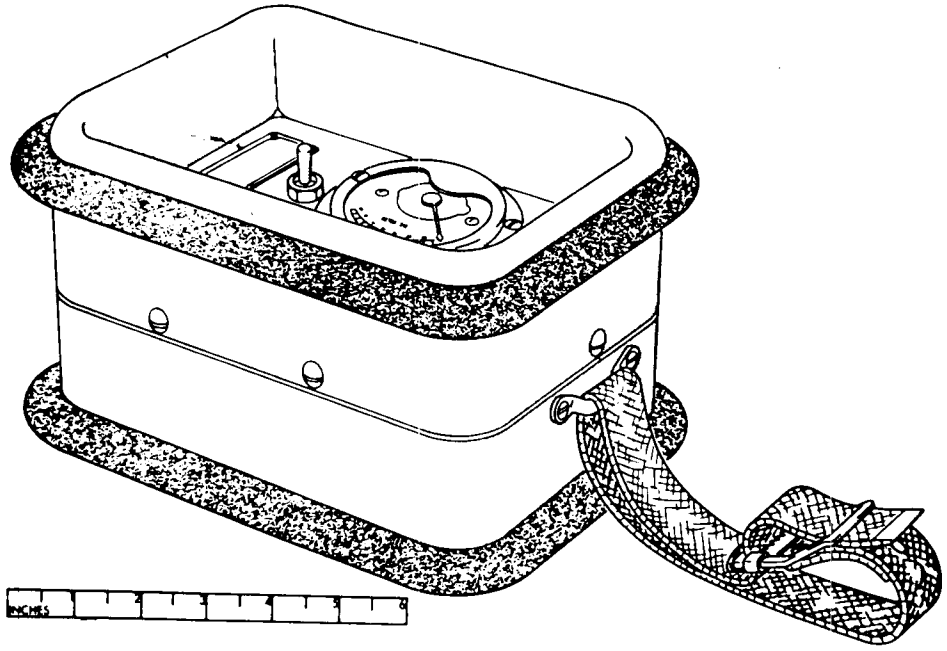

*Figure 100. Battery tester.*
*g. Battery Tester* (fig. 100). A battery tester is provided with the battery charging rack. The tester is not a built-in part of the rack. See TM 11–5069 for a detailed description and instructions for operation.